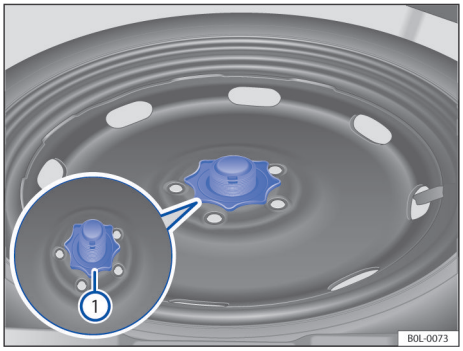

图 149 在行李箱内：用于固定应急备用车轮的手轮；
– 将应急备用车轮中央的手轮 →图 149① 沿逆时针方向完全拧出。